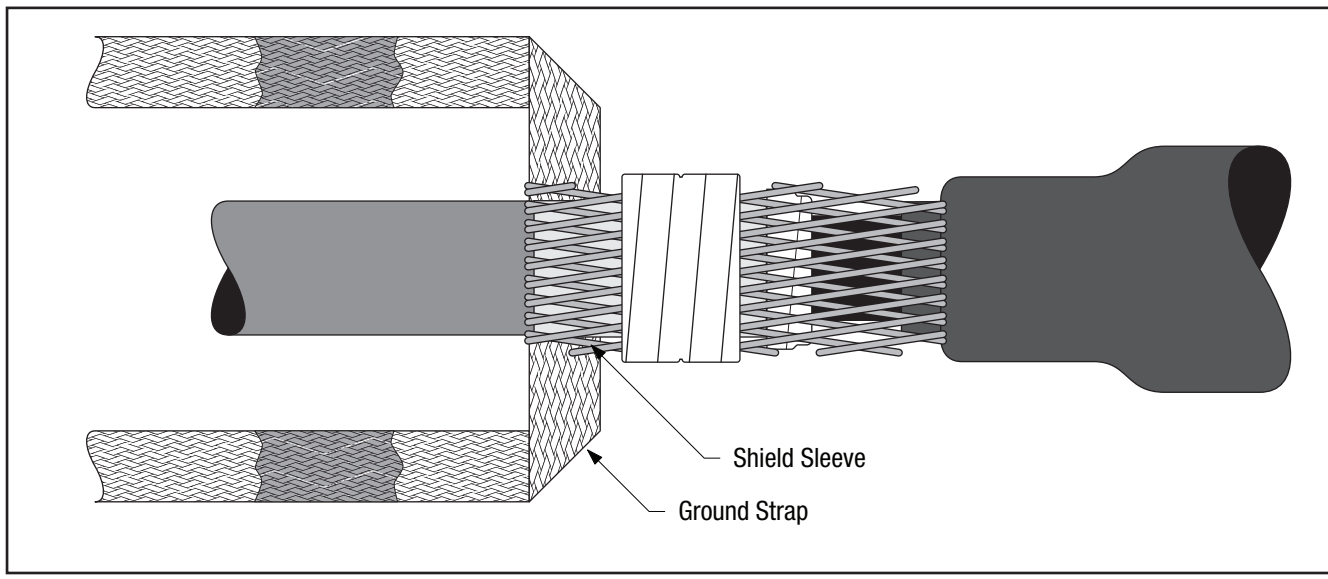

Figure 16
6.1 Wrap the ground strap around the shield sleeve with the tails toward the cable jacket (*Figure 16*). Ensure that the shield sleeve is over the tape, LC, or wire shield.